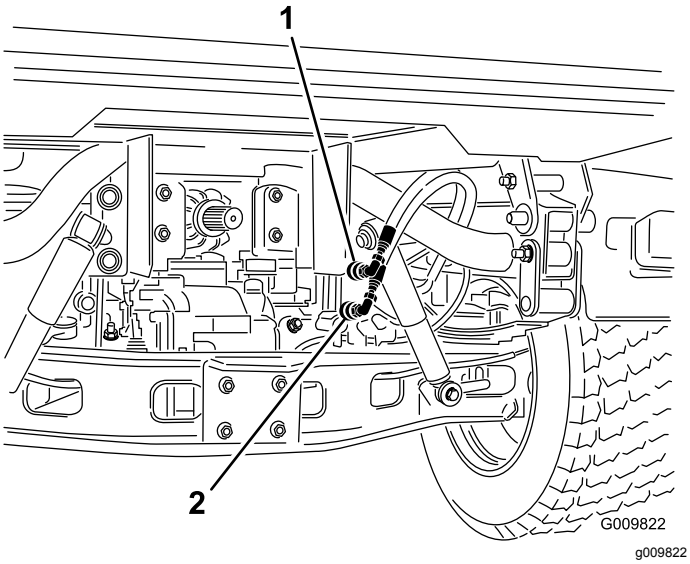

**Figur 73**
2. På begge maskiner: Kobl de to lynkoblingsslanger fra slangerne, der er fastgjort på koblingsholderen (Figur 73).